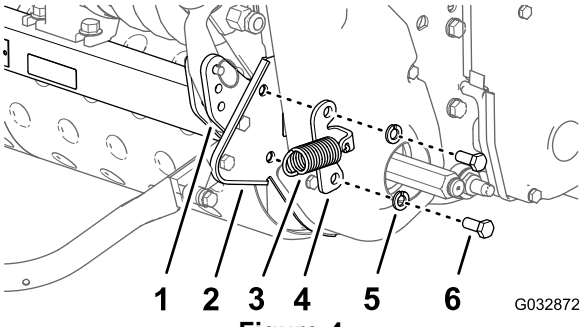

Figure 4
6. Remove the 2 bolts (3/8 x 7/8 inch) and 2 lock washers (3/8 inch) that secure the spring-anchor bracket and right-side plate to the outer pad of the rear frame of the machine (Figure 4).